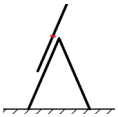

Abbildung 1 - Kombinierte Leiter in Stehleiter-Position mit ausziehbarer Leiter an der Spitze
- Schieben Sie niemals den oberen Teil einer 3-teiligen Leiter in der A-Position mit der roten Sprosse (oder der 4. Sprosse von oben) weiter als den Gelenkpunkt heraus (Abbildung 1).
- Besteigen Sie niemals eine 3-teilige Leiter in der A-Position höher als bis zum Scharnierpunkt (Abbildung 1).